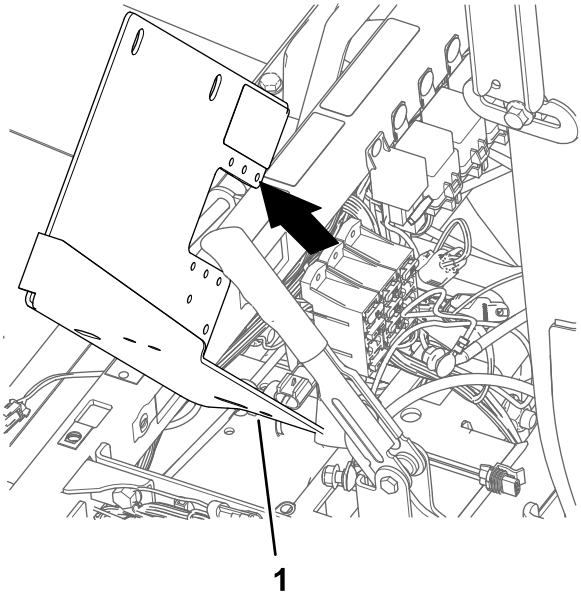

Figur 174
6. Afmonter batteribeslaget fra maskinen (Figur 174).